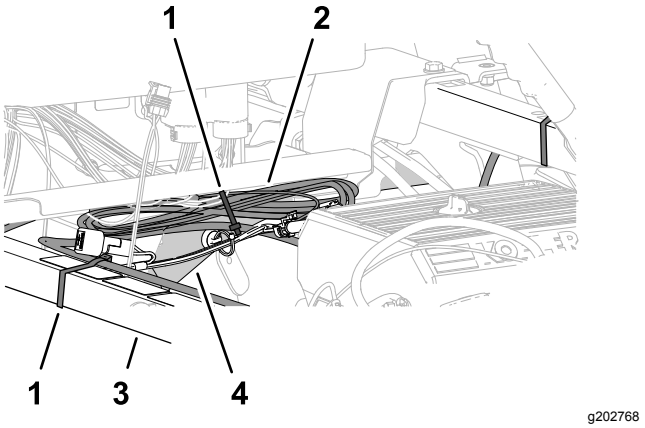

Figur 213
1. Saml dataledningsnettets overskydende ledningslængde mod øverste højre rammerør (Figur 213).
2. Ret dataledningsnettet ind efter stødstøtterøret, og fastgør ledningsnettet til røret med et kabelbånd (Figur 213).
3. Ret dataledningsbundtet ind efter øverste højre rammerør, og fastgør ledningsbundtet til rammerøret med et kabelbånd (Figur 213).